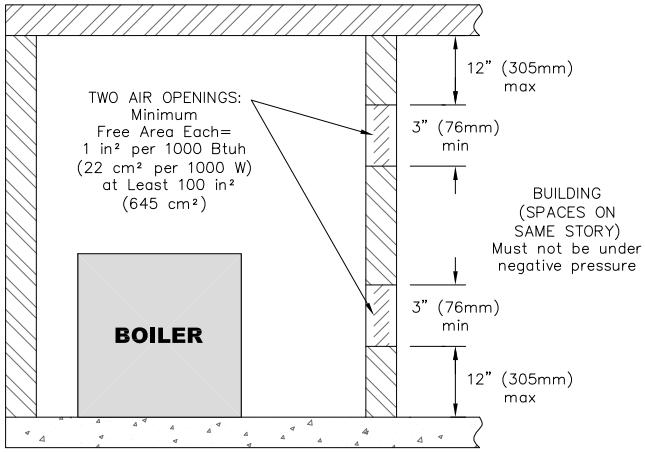

Figure 1.1: Air Openings – All Air from Indoors on the Same Floor
a. **Combining spaces on the same floor:** Provide two permanent openings communicating with additional spaces that have a minimum free area of 1 in^2 per 1000 Btu/hr (22 cm^2 per 1000 W) of the total input rating of all gas fired equipment but not less than 100 in^2 (645 cm^2). One opening is to begin within 12 inches (305 mm) from the top of the space and the other is to begin within 12 inches (305 mm) from the floor. The minimum dimension of either of these openings shall be 3 inches (76 mm). See Figure 1.1 for an illustration of this arrangement.